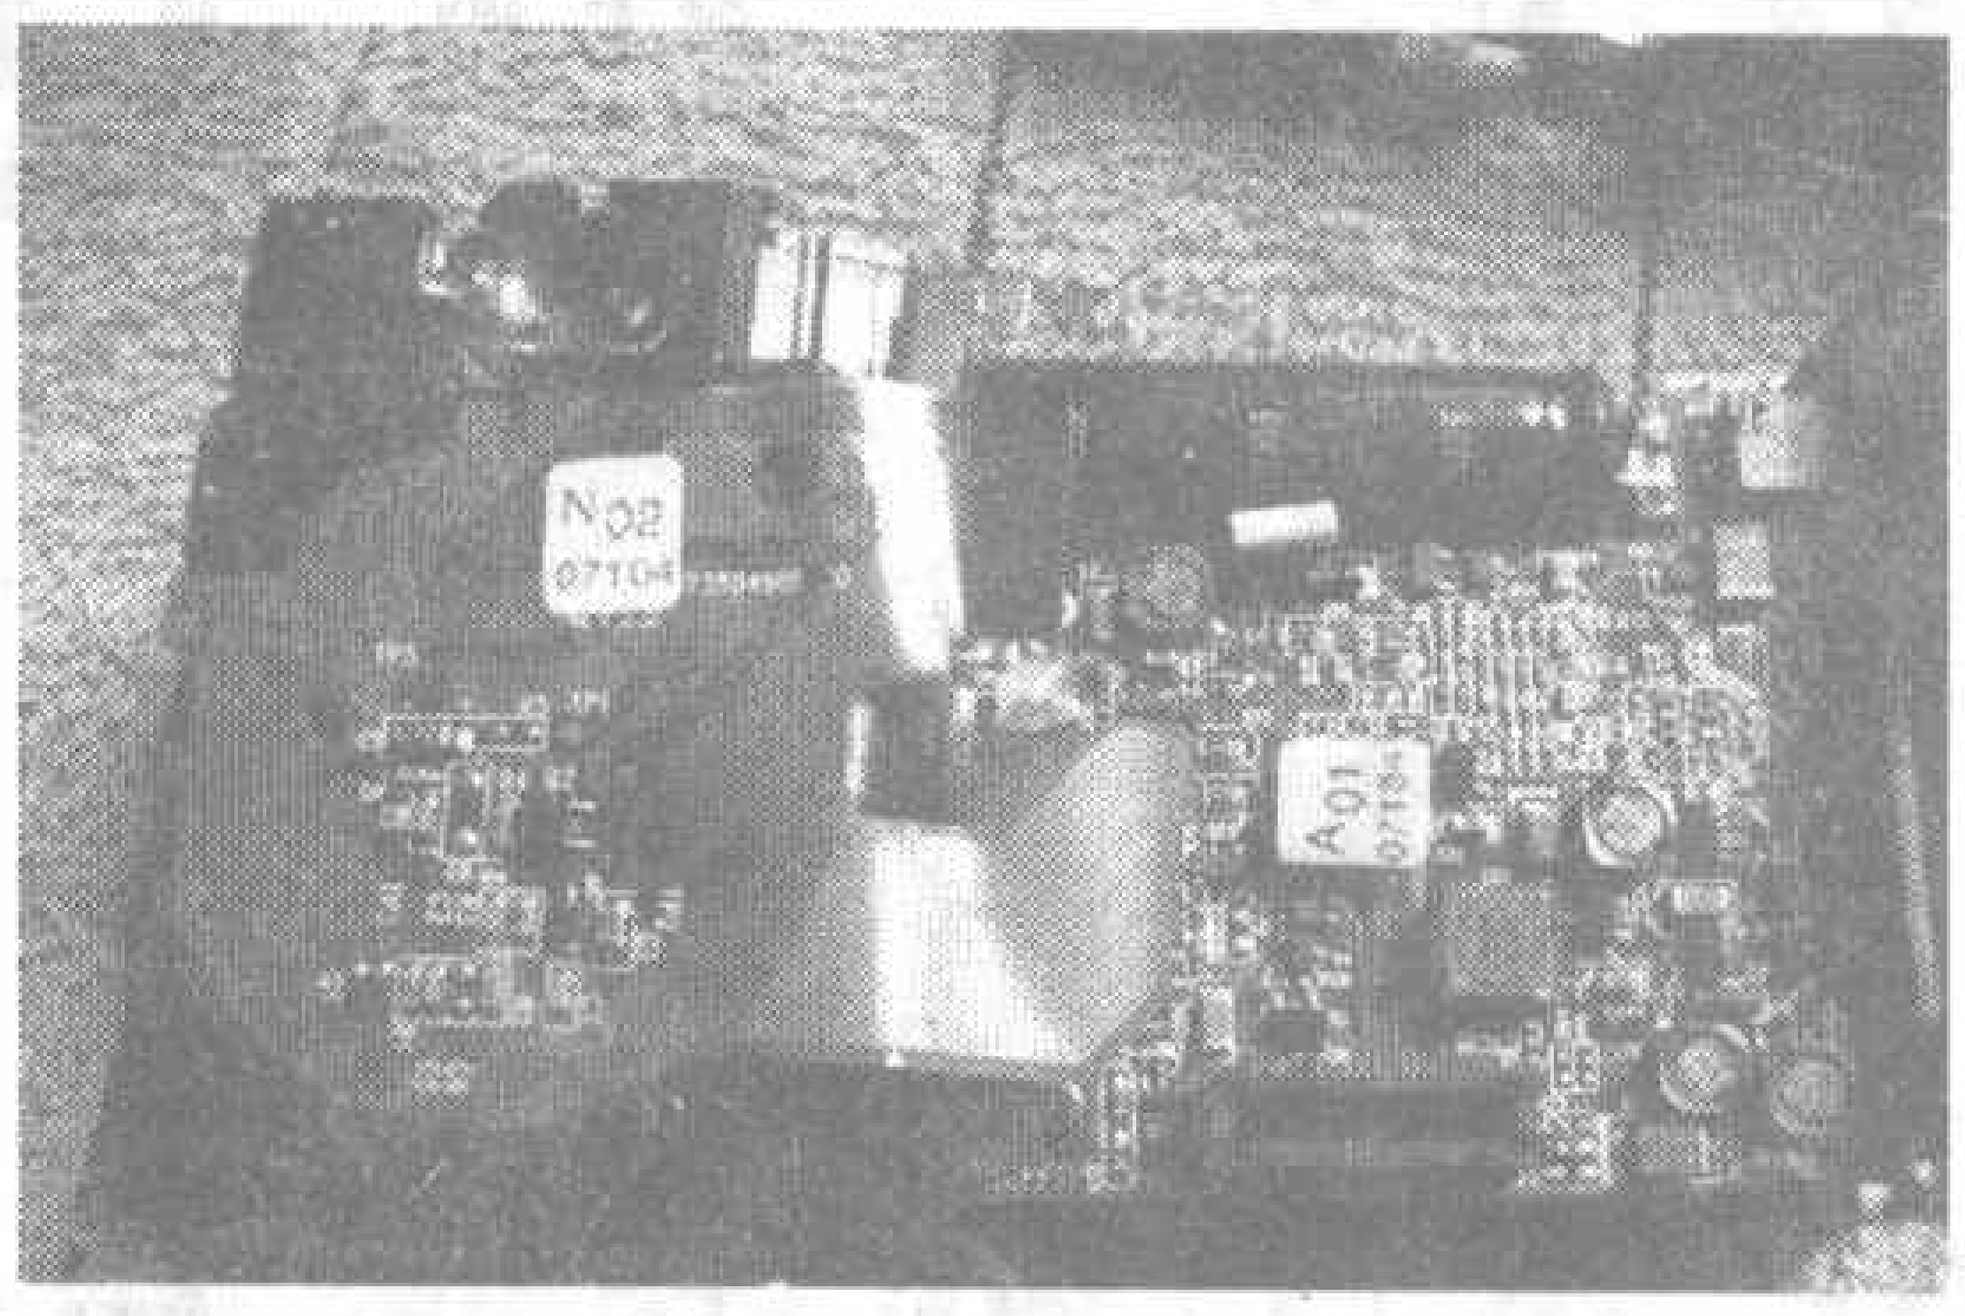

图 13
1.这是镜头组件和电源板的背面，见图13。拆下CCD组件的两颗固定螺丝，稍微用力就可以取下CCD组件。